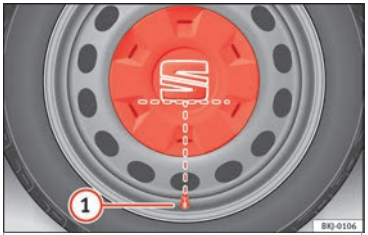

Fig. 77 Correct positioning of the central wheel trim for steel rims.
- Fit the central wheel trim onto the rim. The bottom of the "S" of the SEAT badge should align with the inflation valve ››› Fig. 77 ①.